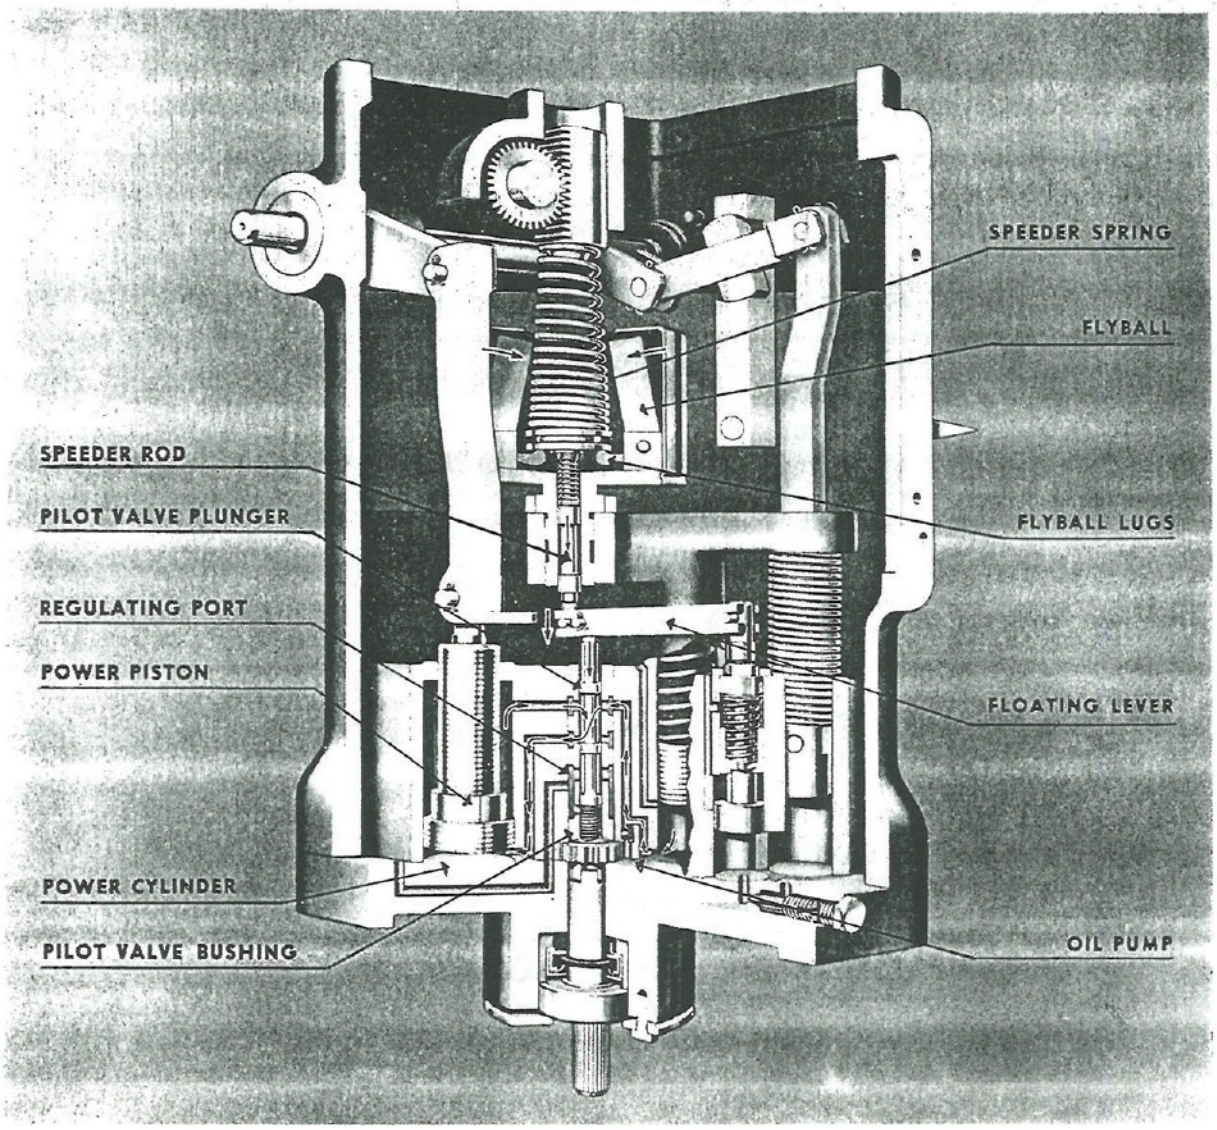

Fig. 49. Governor, Hydraulic, Operation at Reduced Speed
e. In Fig. 49 the governor is shown as the load on the engine is increased, causing the speed to fall below the desired rate. The decreased speed lessens the centrifugal force on the flyballs and they move inward. The flyball lugs drop further downward permitting the speeder spring to expand further. This spring expansion forces the speeder rod downward. The speeder rod pushes the inner end of the floating lever downward which, in turn, forces the pilot valve plunger downward. The land is then pushed below the regulating port. As shown by the directional arrows in the oil passages on the illustration, the oil pump then forces oil under the power piston. Notice that the area of bottom end of the power piston is larger than the area of the top end. This results in greater pressure on the bottom of the power piston, and oil above the piston is forced